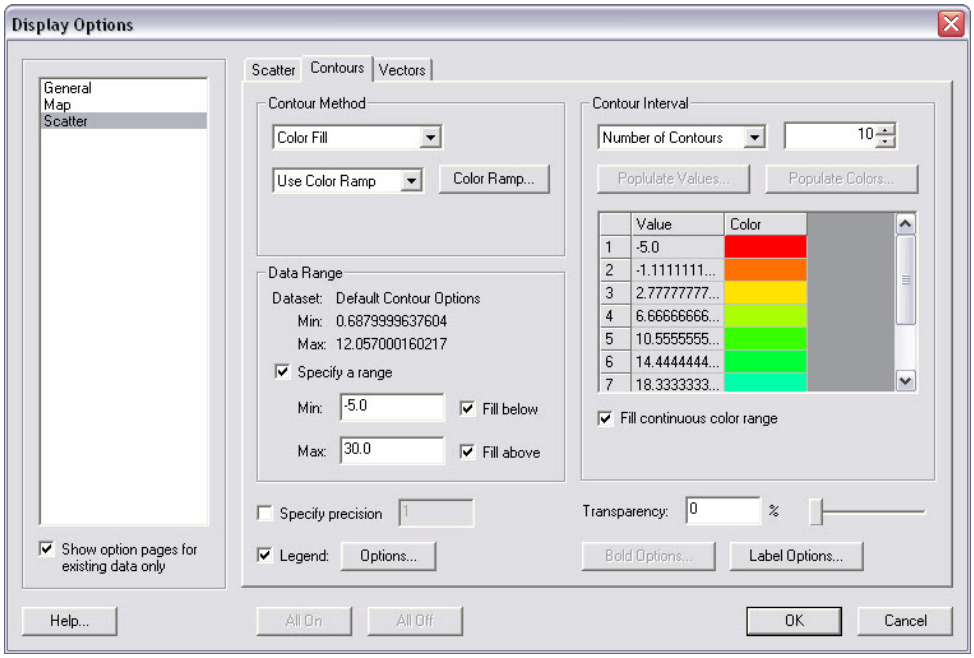

Figure 2. *Contour* tab in *Display Options*.
5. Go to the *Contour* tab, change contour method to *Color Fill* and adjust the data range as necessary (-5.0 to 30 m) (Figure 2).